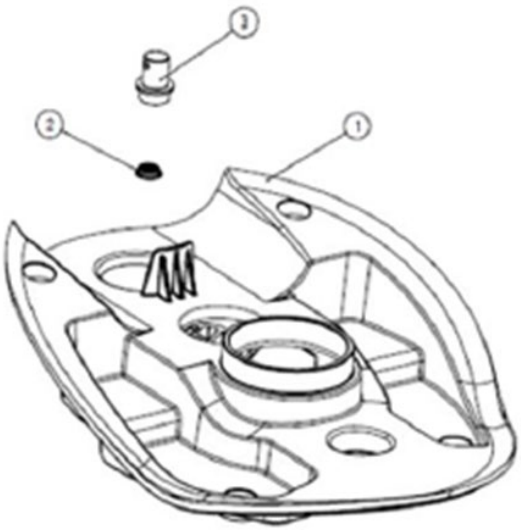

Figur 37.
1. Finn toppdekselet til lasterenheten (figur 37, del 1) under vaskemiddeltanken.
2. Fjern ventilen (Figur 37, del 3) ved å vri den mot klokken.
3. Fjern partikkelfilteret (Figur 37, del 2) og kjør det under varmt vann for å rense det. Du kan bruke en myk børste hvis det er veldig tett.